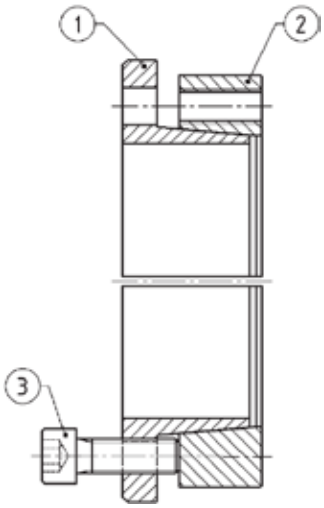

Рис. 2
2. Ослабьте все зажимные винты как минимум на четыре (4) оборота и переведите как минимум три (3) винта в выталкивающую резьбу, чтобы разделить Части 1 и 2 на время сборки (см. рис. 2).
(см. рис. 2)